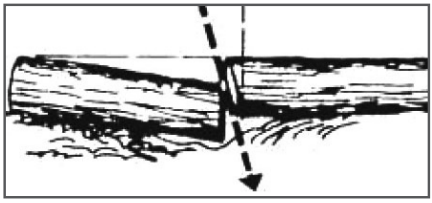

Рис. 18 Косой пропил
3. Если отпиленная часть бревна может осесть и прижать другую часть бревна, делается косой пропил (Рис. 18).